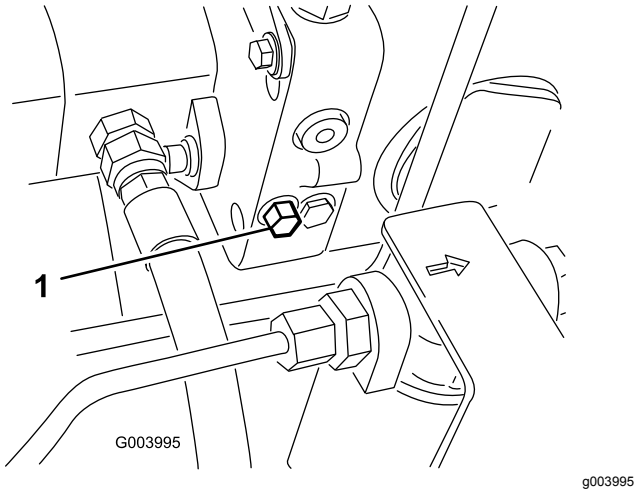

Figur 56
1. Drej omløbsventilens bolt 1½ omgang for at åbne den og lade olien løbe om internt (Figur 56).